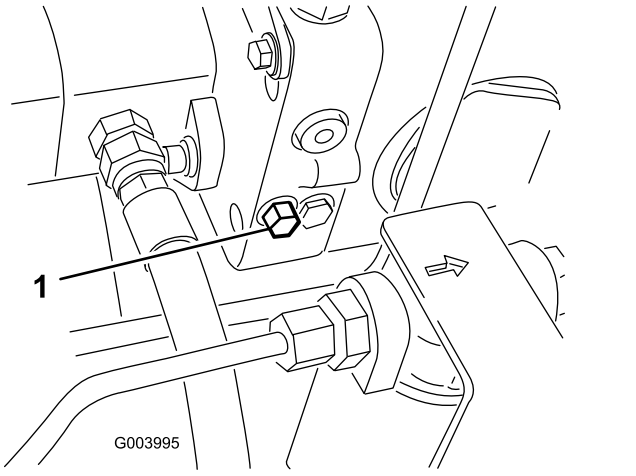

Figura 56
1. Rode o parafuso da válvula de derivação 1-1/2 voltas para abrir para permitir a passagem do óleo internamente (Figura 56).